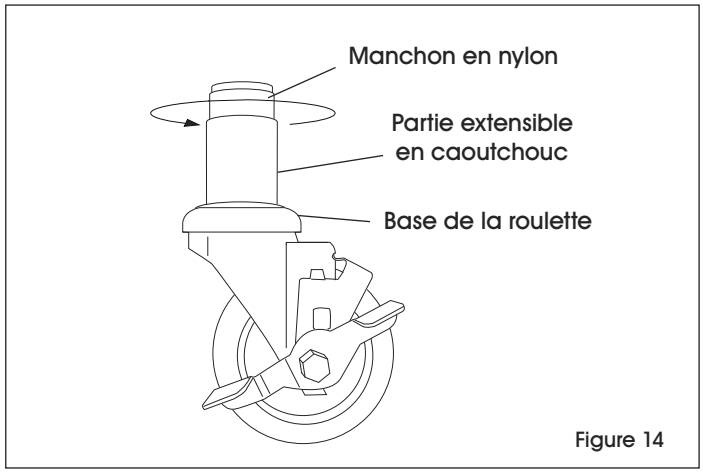

Figure 14
2. Tenez la base de la roulette et faites tourner le manchon en nylon dans le sens horaire. Ceci élargira la partie en caoutchouc. (Voir Figure 14)